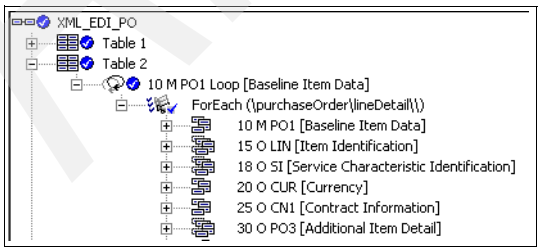

Figure 18-14 Completed mapping commands
1. Drag the lineDetail element and drop it over the PO1 Loop at position 10 in table 2. When this action is complete the mapping command window should appear as shown in Figure 18-14.